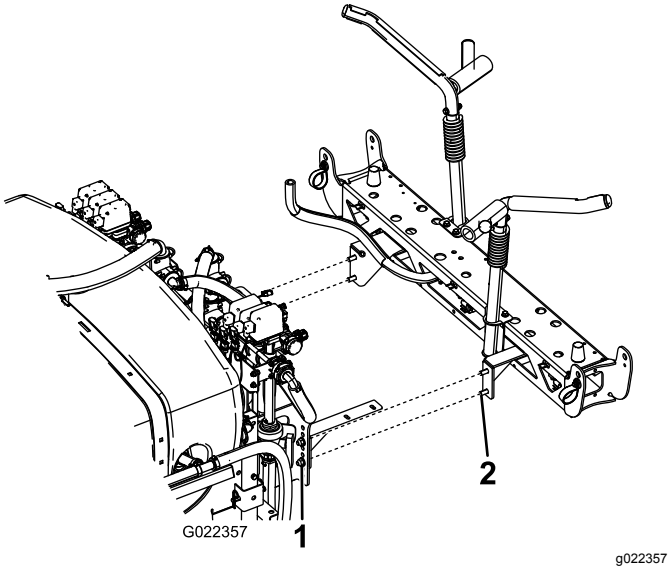

Figur 19
2. Monter den midtre bommen gjennom det tredje hullet fra bunnen av brakettene på sprederssystemenheten, som vist i Figur 19, med 4 bolter (½ x 1¼ tommer) og 4 låsemutre (½ tomme).